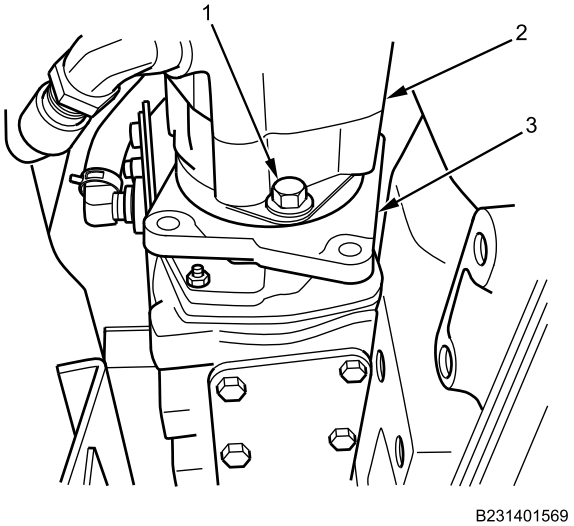

Figure 7. Pump Mounting.
2. Install power steering pump (Figure 7, Item 2) with new gasket onto air compressor adapter plate (Figure 7, Item 3). Align pump shaft splines with air compressor drive.
3. Align bolt holes in power steering pump flange with holes in air compressor adapter plate (Figure 7, Item 3) and install two bolts. Lower bolt (Figure 7, Item 1) shown; upper similar. Tighten bolts securely.